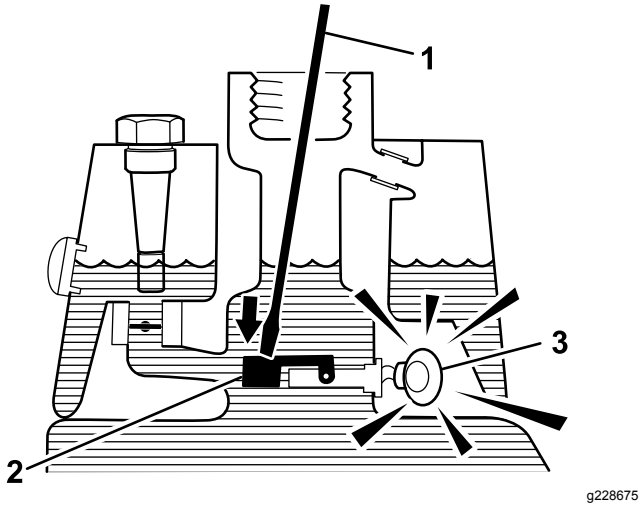

**Figur 60**
3. För in en ren pinne eller skruvmejsel i tankröret och tryck försiktigt nedåt på flottörströmbrytaren (Figur 60). Larmet ska ljuda efter tidsfördröjningen på en sekund.